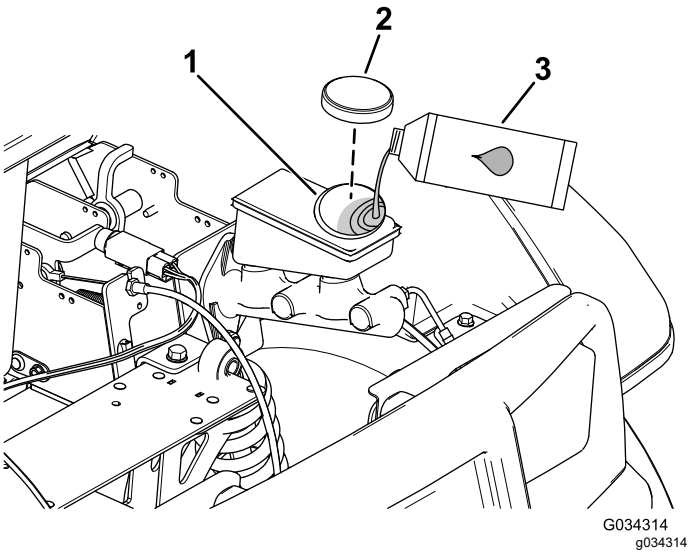

Figur 53
2. Lyft upp motorhuven så att du kommer åt huvudbromscylindern och behållaren (Figur 53).
A. Rengör området kring tanklocket och ta av locket (Figur 53).
C. Sätt tillbaka behållarens lock (Figur 53).